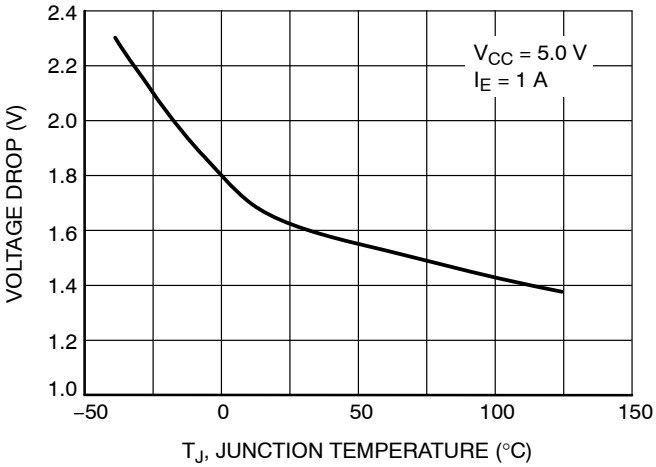

Figure 7. Emitter Follower Configuration Output Darlington Switch Voltage Drop vs. Temperature
9. V_{SWCE} − Darlington Switch Collector to Emitter Voltage Drop, refer to Figures 7, 8, 9 and 10.